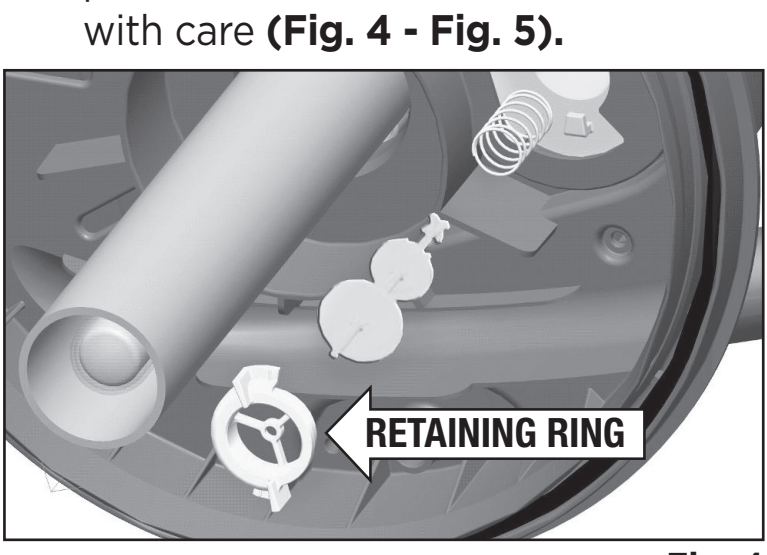
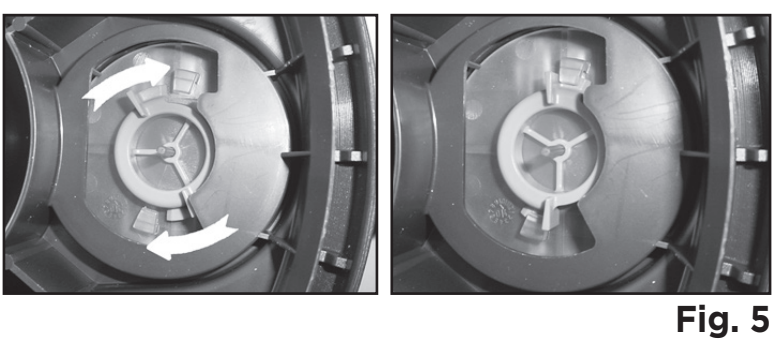

Fig. 4
Fig. 5
1. Switch off the UVC bulb (B) by disconnecting the unit plug from the main power supply.
4. Slowly lift the Cleaning Handles (S) up to their maximum extension above the filter.
5. Remove the safety insert from the metallic lid clamp (O). Unlatch the metallic lid clamp.
6. Remove the Lid (G) by grasping the cleaning handles or by gently levering into the side slots by means of an adequate flat headed screwdriver. **CAUTION:** do not force the guiding rods sideways as this may damage the unit. **CAUTION** – The lid integrates the UVC unit with the bulb and the quartz sleeve, which are made of glass. **HANDLE ALL PARTS WITH CARE!**
7. You now have access to the Foam Filters (M). Remove all of them together by grasping and lifting the internal Foam Support Frame (N).
8. Free the Foam Filters (M) from the Foam Support Frame (N) and rinse with pond water or replace them as required.
9. Rinse the BioLava located in the lower section of the Filter Case (Q) with pond water or replace as required. Pressure-Flo 1200 / 4500 UVC does not have a biological media chamber.
10. Clean the Filter Case (Q) with water, particularly around the top edge where the lid sealing O-ring (P) is seated.
11. If necessary, clean the Cleaning Indicator (U) after disassembling it as follows (the Mode Selector Switch (V) must be set to the "Filtering Mode" position): 1) remove the retaining ring by rotating it counterclockwise, 2) remove the indicator and its spring. Rinse all parts in water and reassemble them with care **(Fig. 4 - Fig. 5).**